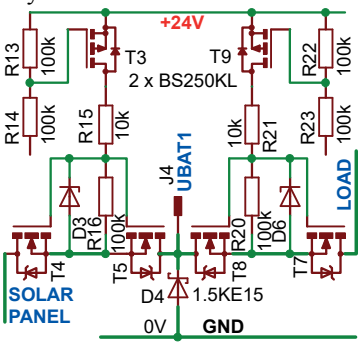

Rys. 22
**Rysunek 22** prezentuje drobny fragment pewnego 12-woltowego sterownika solarnego z takimi podwójnymi kluczami, gdzie przy zachowaniu nieprzerwanego obwodu masy wykorzystano MOSFET-y N, co wymaga napięcia sterującego wyższego (+24V) niż napięcie akumulatora.